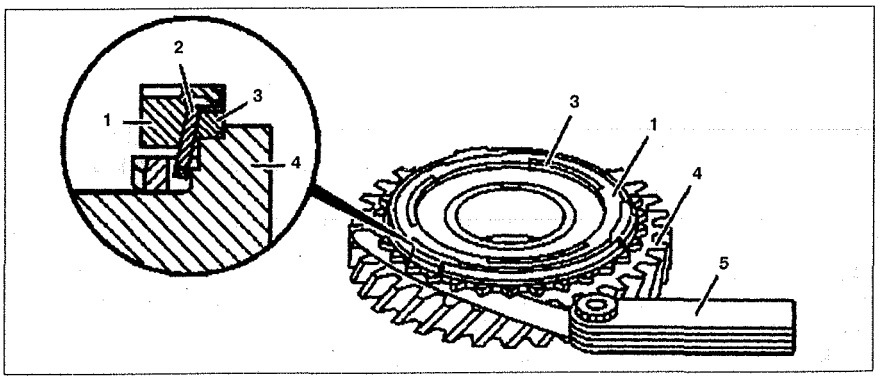

Рис. 6.36. Проверка износа между кольцами синхронизатора и корпусом муфты (автомобили с двигателями 111.948 и 601.970):
10. Проверьте износ колец **13** синхронизатора включения 1-й и 2-й передач (см.рис.6.36). Соедините шестерню **4**, трущееся кольцо **3**, конусное кольцо **2** и кольцо синхронизации **1**. С помощью щупа **5** проверьте расстояние между кольцом синхронизации **1** и шестерней **4**. Он должен составлять 0.8 мм. Если расстояние больше допустимого, замените трущееся кольцо **3** и, если необходимо, кольца **2** и **1**.
31. Разберите муфту **11** синхронизатора. Проверьте износ колец синхронизатора (см.рис.6.36).